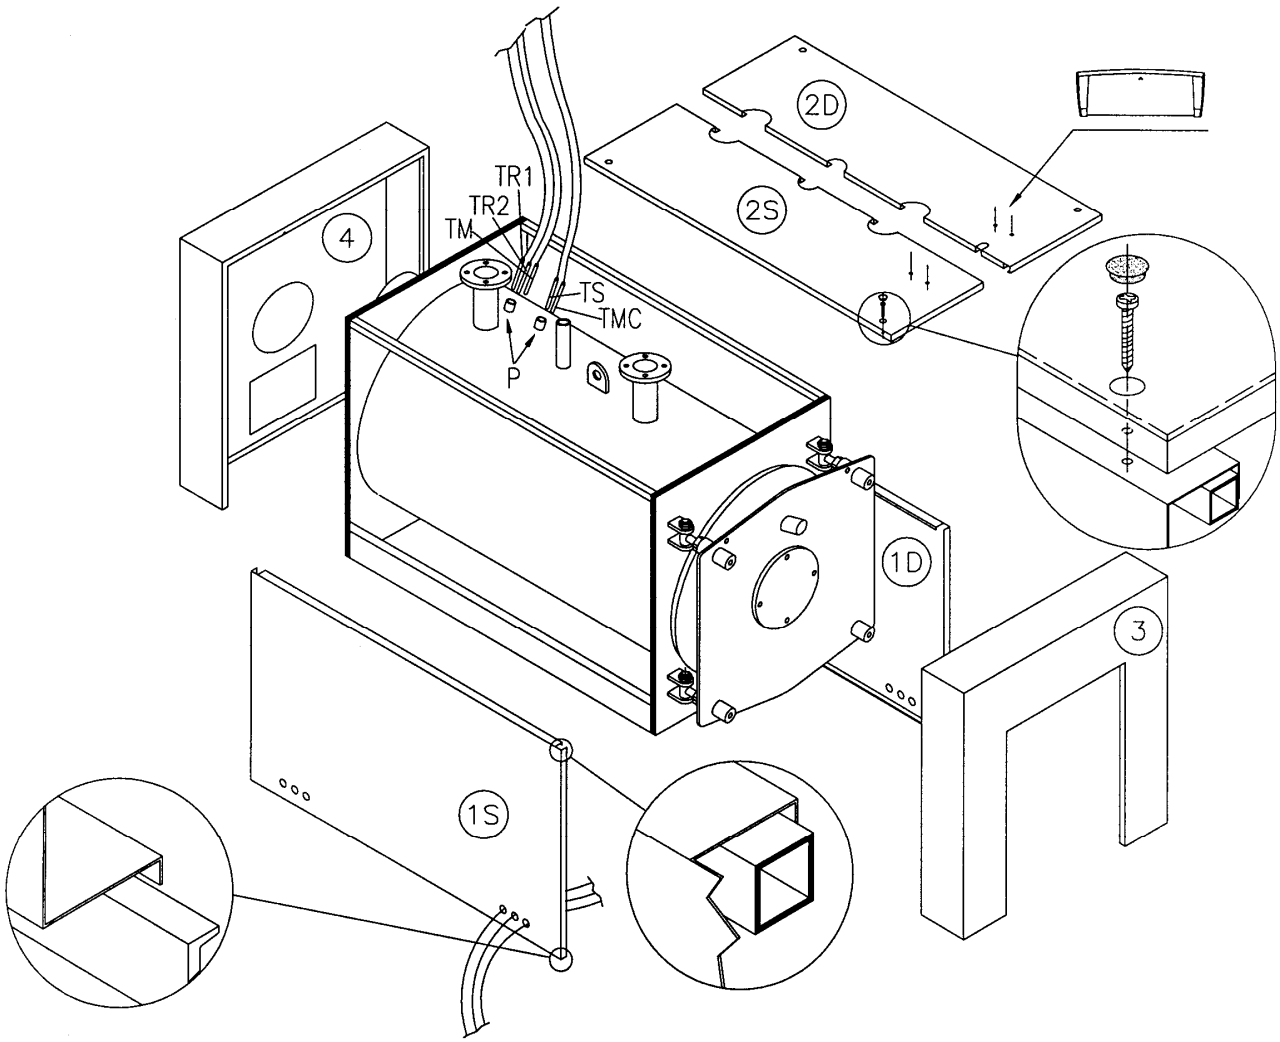

Рис. 8
4.2 ОБШИВКА КОТЛА REX 7÷40 /REX K 25÷40 (Рис. 8)
a) Обернуть стекловатой корпус котла, оставляя свободными видимыми зумпфы для колб (P), расположенные на правой стороне.
f) Зафиксировать верхние панели винтами и закрыть проходные отверстия заглушками (см.рис.8).